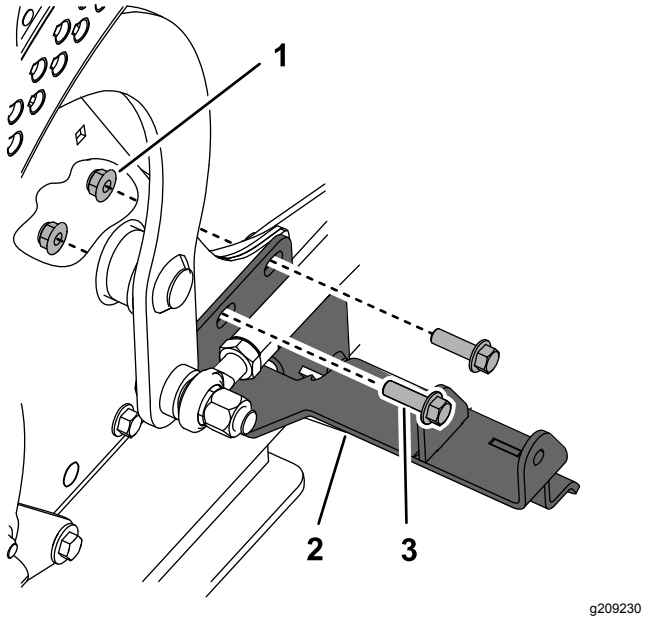
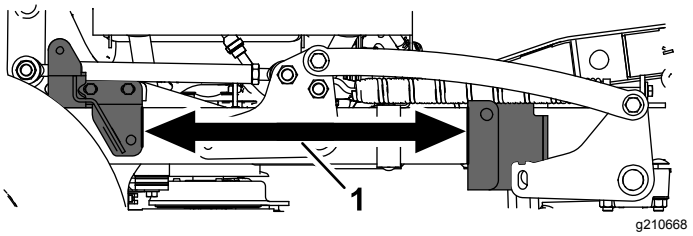
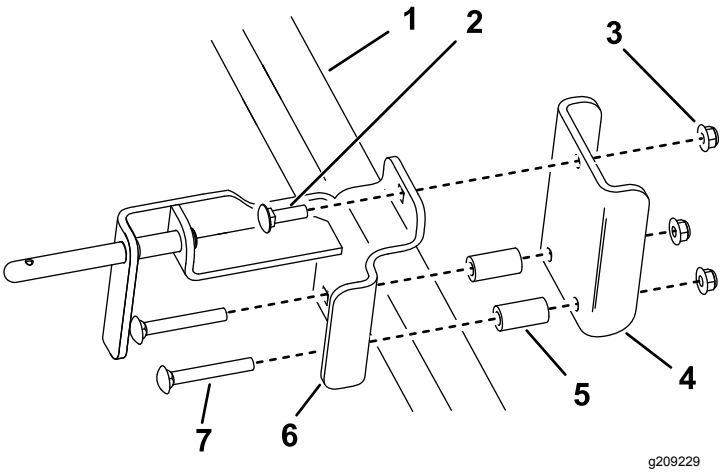

Figura 2
Figura 3
Figura 4
2. Retire los 2 pernos (3/8" x 1¼") y las 2 tuercas (3/8") del lado derecho de la máquina (Figura 2).
3. Use los pernos y las tuercas que acaba de retirar para asegurar el soporte trasero del kit y la cubierta del ventilador en el bastidor de la máquina (Figura 2). Apriete a 41–49 N·m (30 a 36 pies-libra).
4. Instale, sin ajustar, el soporte delantero y la placa posterior en el bastidor de tubo derecho, aproximadamente 44 cm (17¼") enfrente del soporte trasero (Figura 3), con 1 perno de cuello cuadrado (3/8" x 1¼"), 2 pernos de cuello cuadrado (3/8" x 2¾"), 2 espaciadores y 3 tuercas (3/8") como se muestra en (Figura 4).
8. Si instalará un ensacador en la máquina, retire los soportes delantero y trasero (consulte Figura 2 y Figura 4). Instale los pernos y las tuercas del soporte trasero para asegurar la cubierta del ventilador en la máquina.